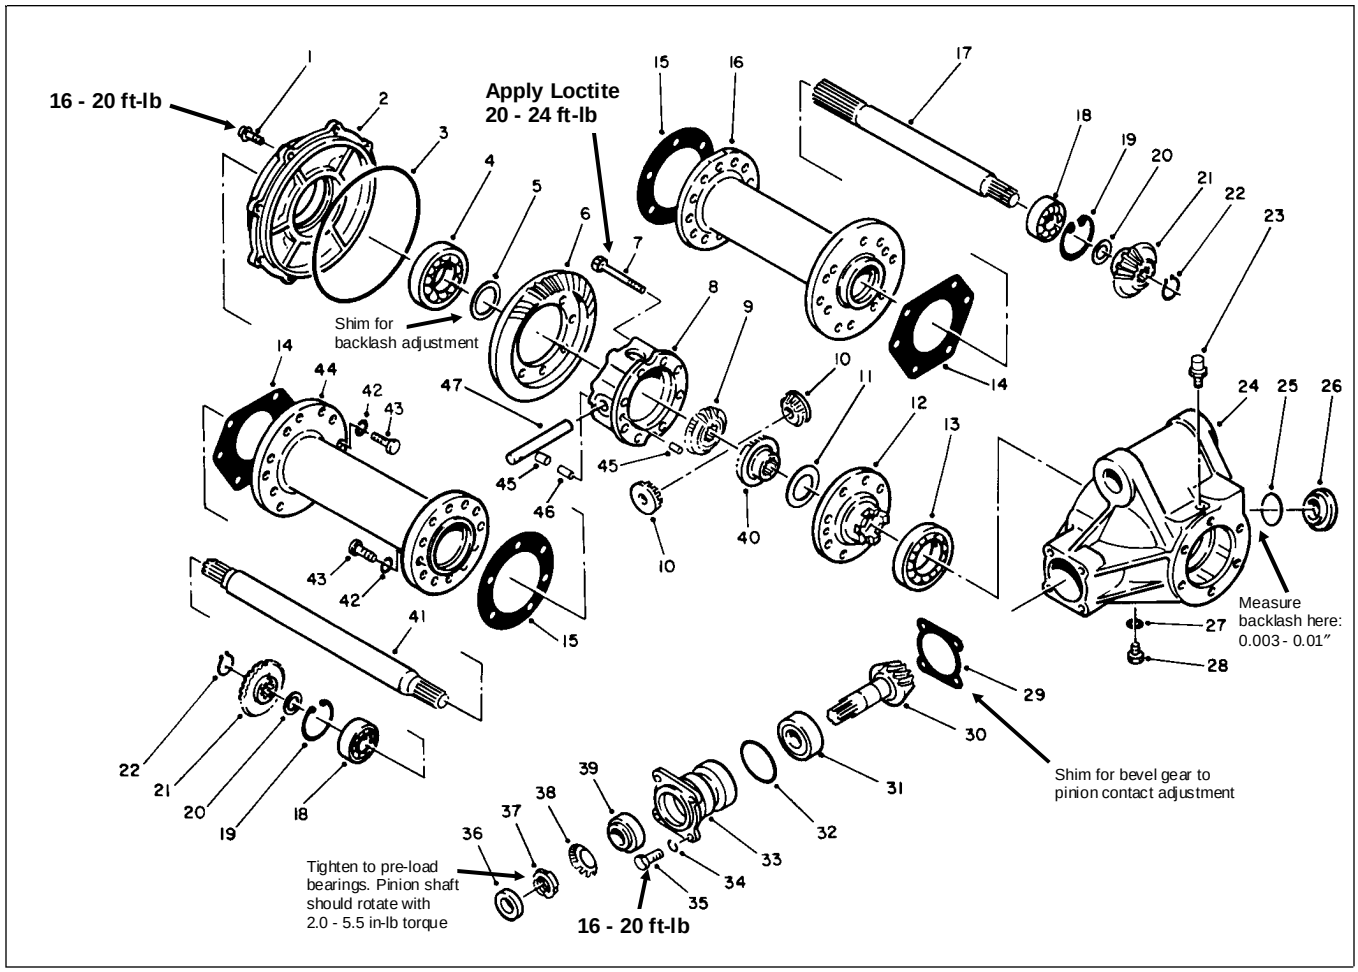

Figure 12
2. Remove bolts (Fig. 12, Item 43) securing axle tubes (Item 16, 44) to differential case (Item 24). Separate axle tubes and axles from differental case.
3. Remove bolts (Fig. 12, Item 43) securing axle tubes (Item 16, 44) to gearbox housings (Fig. 12, Item 23) of knuckle assemblies. Separate axle tubes and axles from knuckle assemblies.
5. Disassemble differential case (Fig. 12):
2. Assemble differential case (Fig. 12):